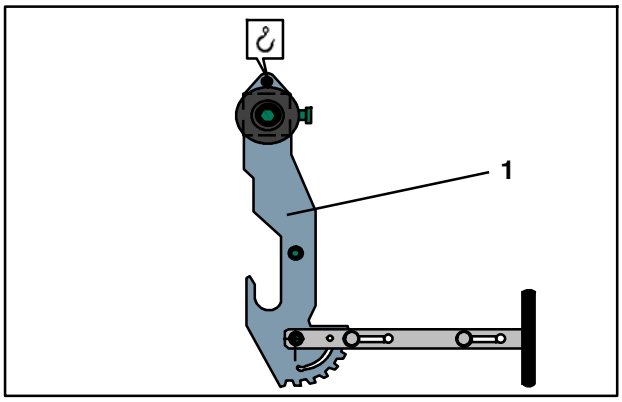

Fig. 141 Dispositif de suspension
6. Accrocher l'éclisse d'accrochage du dispositif de suspension (Fig. 141/1) au crochet de la grue d'atelier.
7. Contrôler si le dispositif de suspension (Fig. 141/1) est suspendu à l'horizontale, si non, le suspendre d'abord à l'horizontale - pour l'utilisation du dispositif de suspension, voir les instructions d'utilisation de ce dernier.